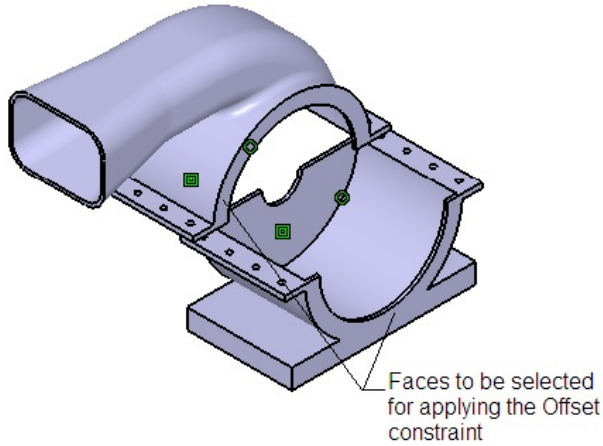

Figure 12-70 *The surfaces to be selected for applying the Offset constraint*
4. Choose the **Manipulation** tool from the **Move** toolbar and select the **Drag around Z axis** button. Next, select the Upper housing part to orient it as shown in Figure 12-70.
6. Choose the **Offset Constraint** tool from the **Constraints** toolbar, and then select the faces shown in Figure 12-70 to apply the constraint between them.